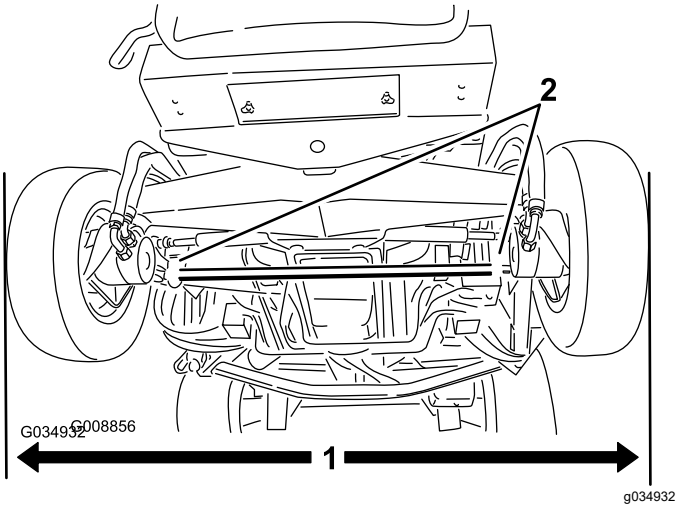

Figur 84
1. Se till att bakdäcken står i rakt läge och mät det yttre avståndet (i axelhöjd) framtill och baktill på bakdäcken (Figur 84).
2. Lossa klämmorna på dragstängernas bägge ändar för att justera skränkningen (Figur 84).